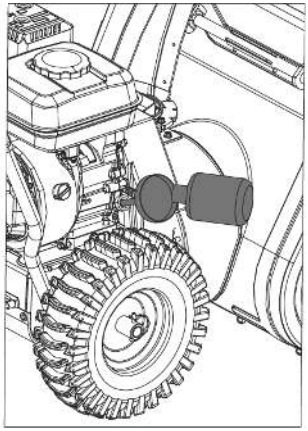

Рис. 4
2. Залейте необходимое количество рекомендованного масла, учитывая температуру окружающего воздуха (Рис. 4).